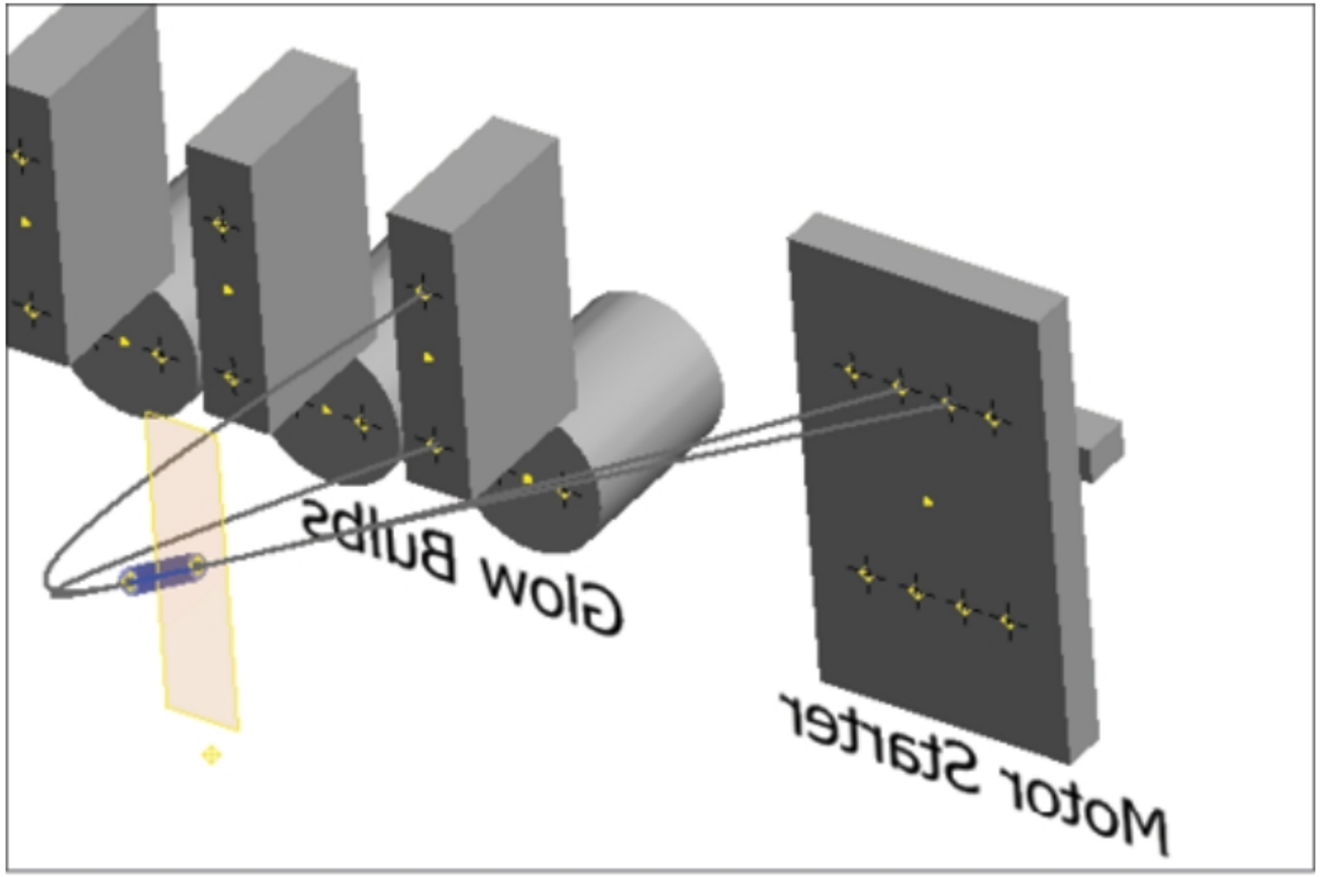

Figure-66. Wires routed through segment
- After selecting wires, click on the **OK** button from the dialog box. The wires will get routed through segment; refer to Figure-66.